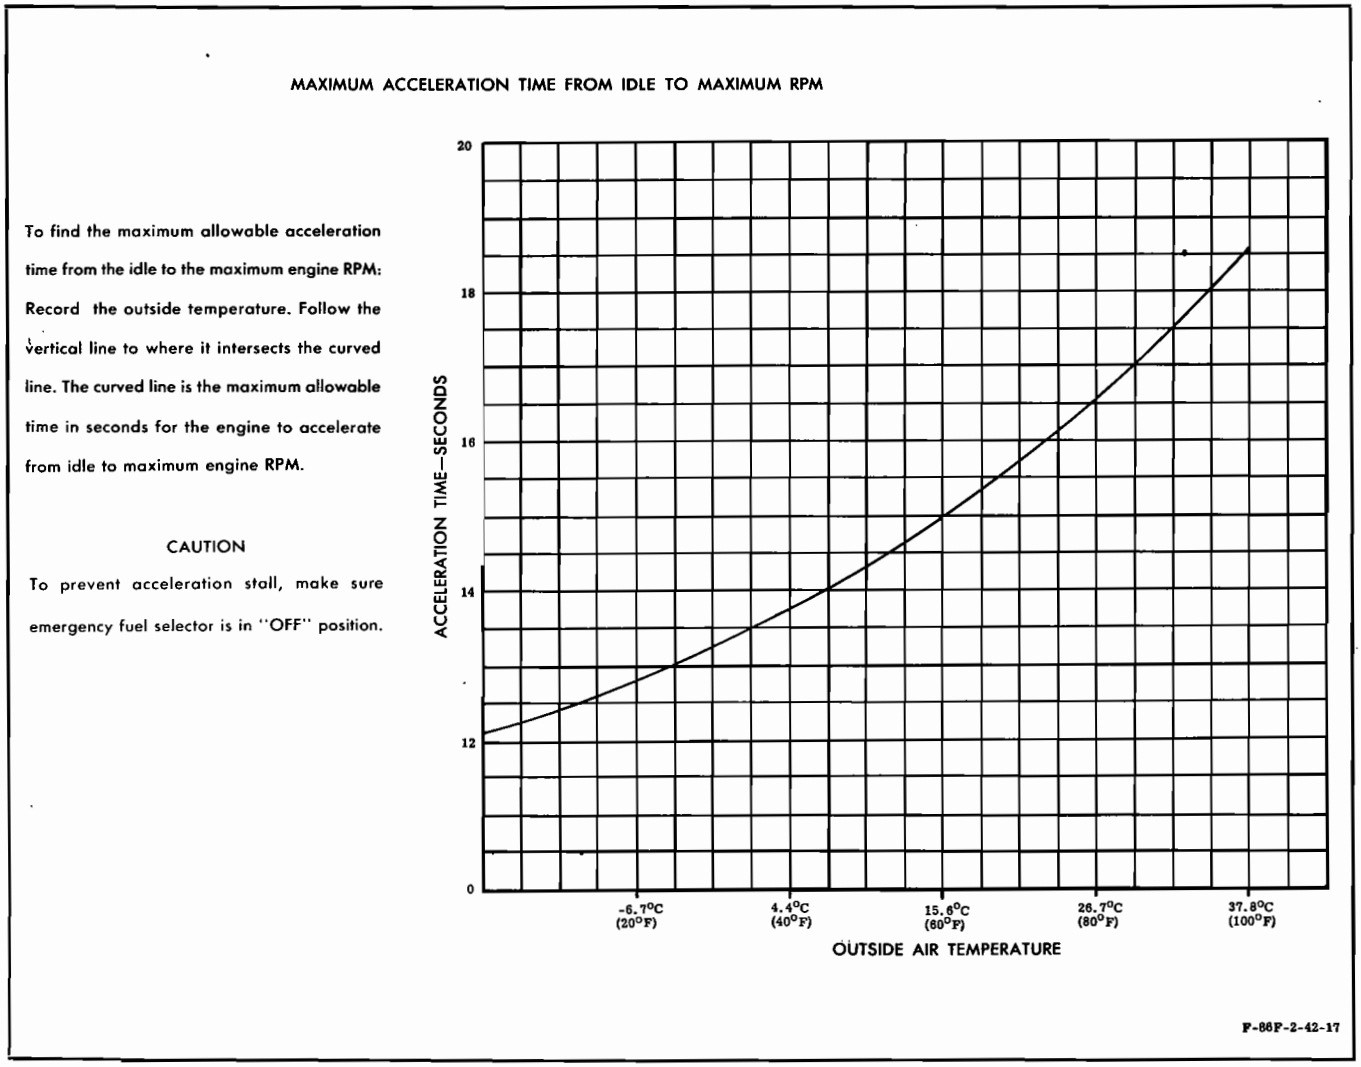

Figure 5-20. Main Fuel Regulator Maximum Acceleration Time Chart
d. With a stop watch, check acceleration time from idle to maximum engine rpm. See figure 5-20 for maximum allowable acceleration time.
e. If engine was unable to accelerate in less than maximum allowable time (figure 5-20) replace main fuel regulator.